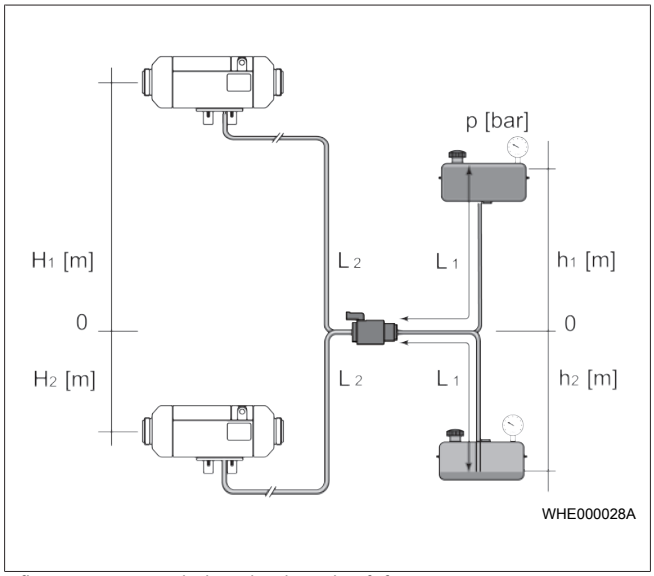

Afb. 8 Toegestane druk op het brandstofafnamepunt
- ✓ De druk op het brandstofafnamepunt bevindt zich in het toegestane bereik (zie Afb. 8 en tabellen).